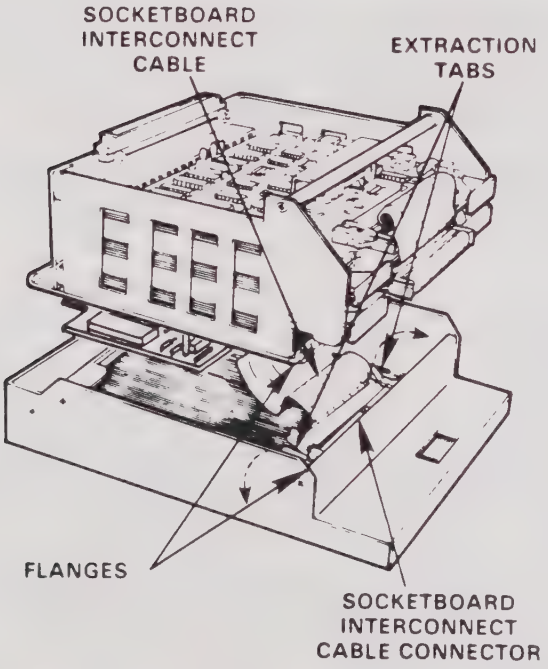

Figure 2. Socketboard Interconnect Cable (UniPak 2 shown)
5. Lift the card cage up and out of its top cover until you can see the socketboard interconnect cable (figure 2). Do not detach the socketboard interconnect cable.